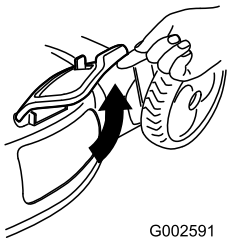

Figur 31
2. Løft sideudblæsningspladen for at åbne den (Figur 31).